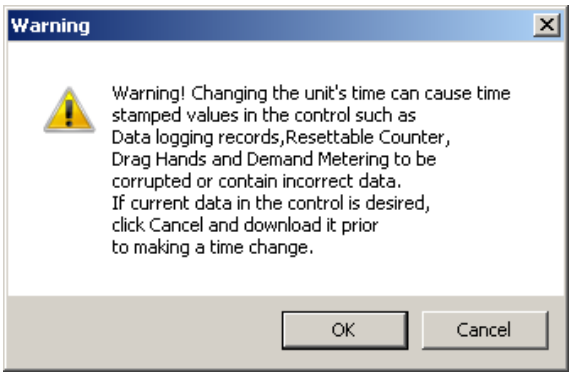
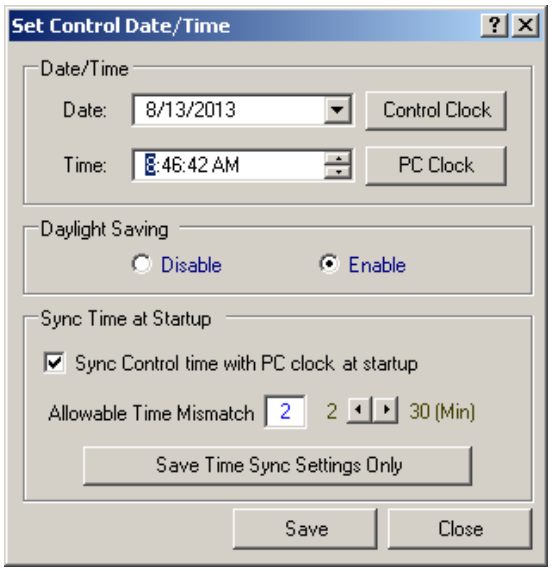

Figure 4-10 Set Date/Time Warning Dialog Screen
Figure 4-11 Set Control Date/Time Dialog Screen
1. Select **Utility/Set Date & Time** from the TapTalk toolbar. TapTalk will display a Warning (Figure 4-10) regarding time stamped values. Select **OK**. TapTalk will display Figure 4-11.
2. From the Set Control Date/Time dialog screen (Figure 4-11) select either "Control Clock" or "PC Clock".